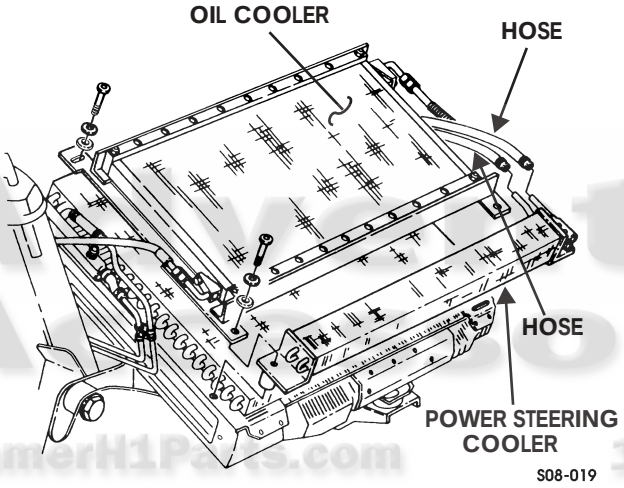

Figure 8-28: Power Steering Cooler
1. Disconnect two hoses from power steering cooler (Figure 8-28).
1. Install power steering cooler on oil cooler with two washers, lockwashers, and screws. Tighten screws to 10-13 lb-ft (14-18 N•m) (Figure 8-28).